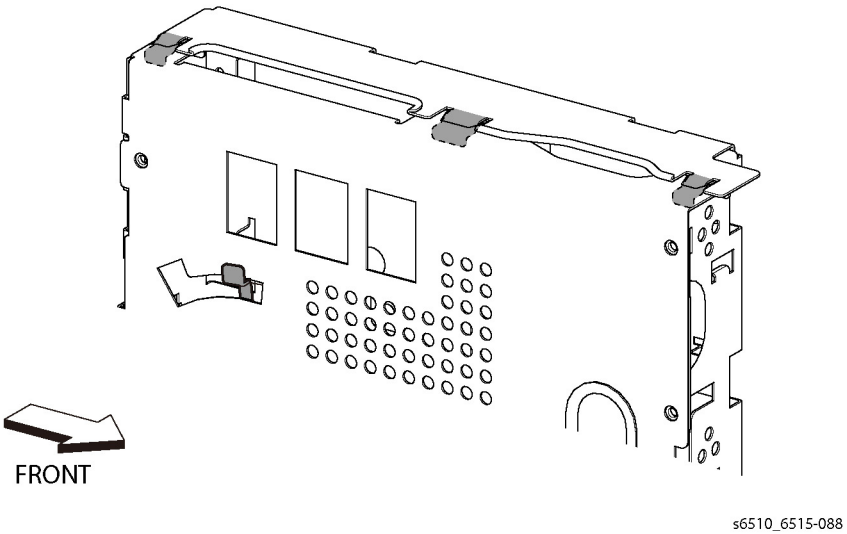

Figure 2 Replace the ESS Top Plate
1. Make sure the WIFI Link is locked into the ESS Top Plate and rotated clockwise as shown in Figure 2.
2. Position the ESS Top Plate so the three tabs at the top of the ESS Box are inserted under the ESS Top Plate as shown in Figure 2.